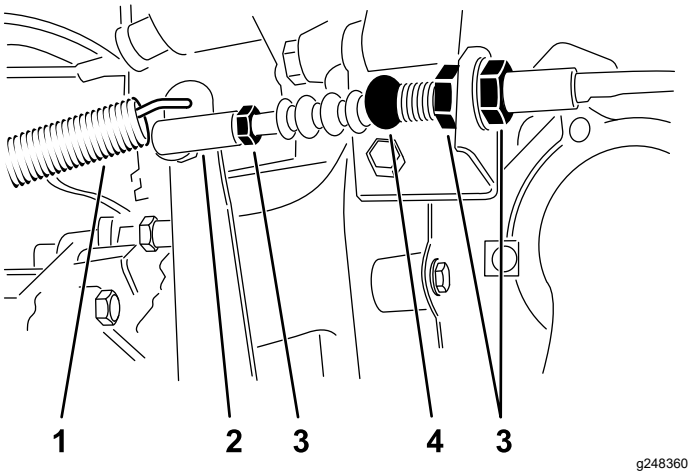

**Figur 63**
1. Lossa kontramuttrarna som håller kopplingsvajern vid fästet på balanshjulkåpan (Figur 63).